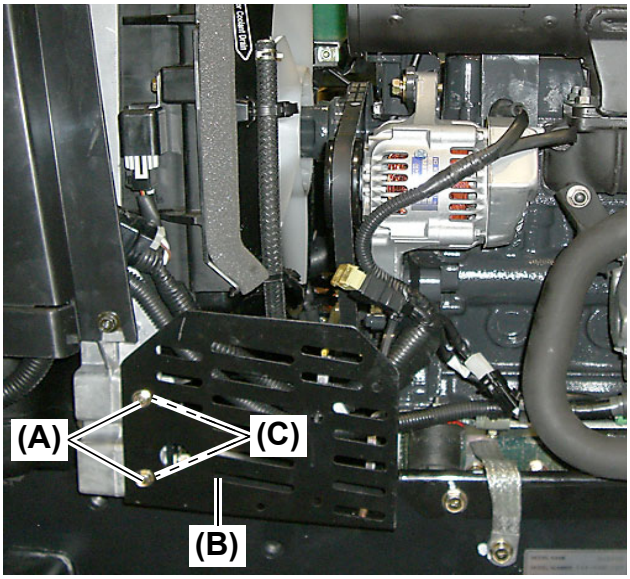

Fig. 18
29.Remove the left hand fan belt cover **(Fig. 18, 19, (B))**, by removing the two (2) M6 × 16 mm (L: 0.64 in.) bolts **(Fig. 18, 19, (A))**.
●Do not lose the plate nut **(Fig. 18, 19, (C))** located inside.